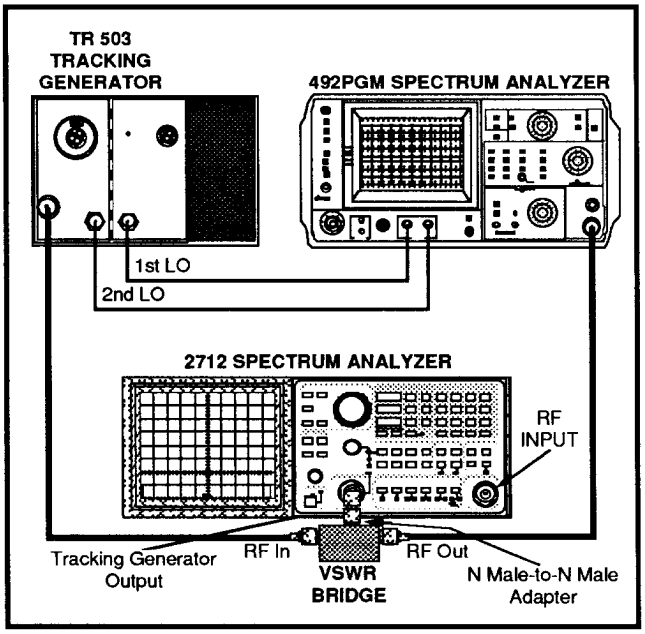

Figure 3-6. Test setup for measuring return loss.
(1) Recall default power-up settings by pressing UTIL 1 1.
(2) Connect the test equipment as shown in Figure 3-6.
(3) Select the following settings on the test spectrum analyzer: